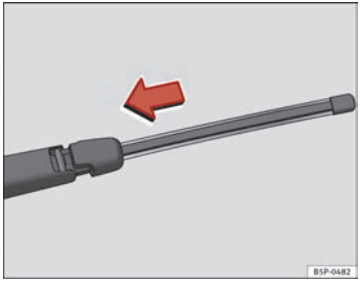

Fig. 133 Fitting the rear window wiper blade
– Place the blade as shown in the ⇒ Fig. 133 and slide the adapter along until it engages.